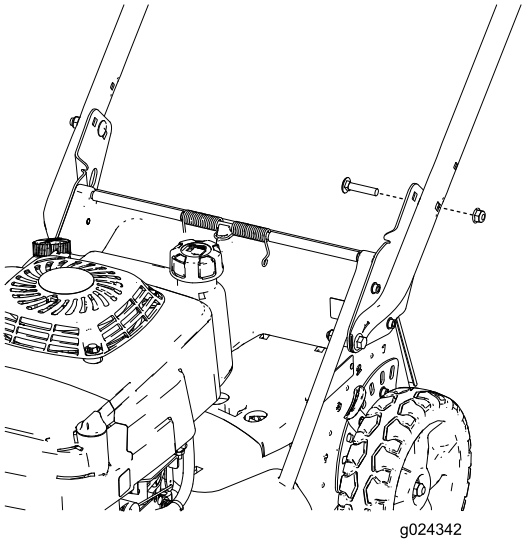

Figure 5
5. Fixez le guidon sur ses supports à la hauteur qui convient au moyen de 2 boulons de carrosserie (5/16 x 1-1/2 po) et 2 écrous à embase (5/16 po), comme montré à la Figure 5.